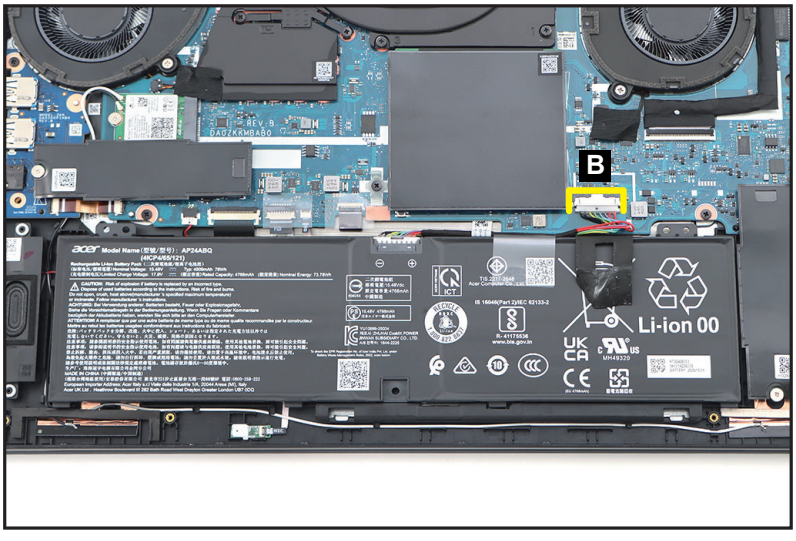

Figure 1-7. Battery Pack Removal
2. Disconnect the battery cable from the mainboard connector (Figure 1-7).